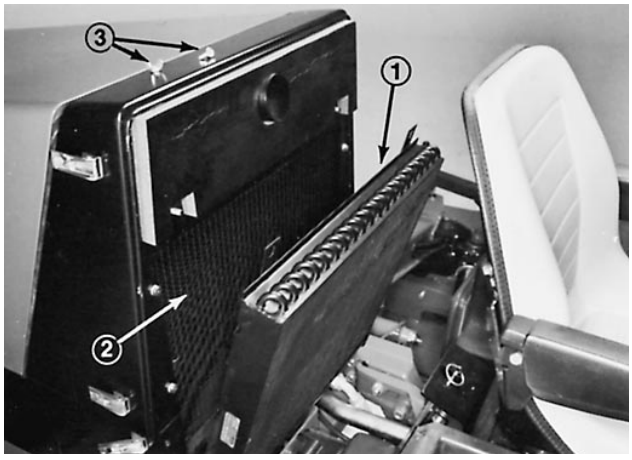

Afbeelding 41
C. Verwijder de vleugelmoeren waarmee de bovenkant van de oliekoeler is bevestigd aan de bovenste radiatorsteun en draai de bovenkant van de oliekoeler van de radiator (Afb. 41).